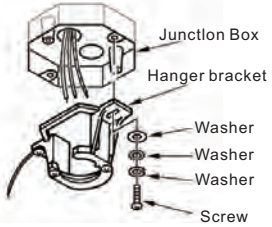

Fig.14
Paso 8: Asegure el soporte colgante en la caja de toma de corriente utilizando los tornillos incluidos en su caja de toma de corriente y las arandelas suministradas con el ventilador (Fig. 14).
Paso 3. Alinee el agujero circular de la cubierta con el otro orificio en el soporte colgante, asegure apretando los dos tornillos de fijación.(Fig. 14)